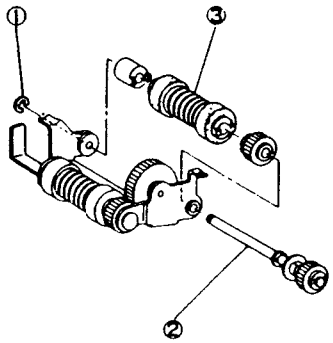

Рис. 4 NZM-0170
5. (Рис. 4): Снимите ролик подачи.
①. Снимите E-клипсу.
②. Выньте ось ролика подачи.
③. Снимите ролик подачи.